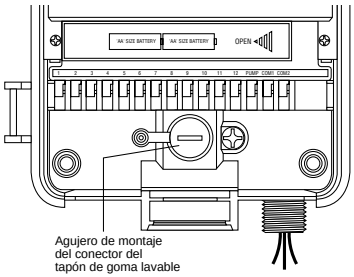

FIGURA 23: Compartimento para cableado de la caja del controlador
- Retire el tapón de goma de protección contra la intemperie que se encuentra en el orificio del tornillo e inserte un tornillo del nº 8 a través de la ranura de la caja del controlador **[Vea la Figura 23].**
- Apriete el tornillo hasta que la caja del controlador quede firmemente sujeta contra la pared y, a continuación, vuelva a colocar el tapón de goma en el agujero correspondiente **[Vea la Figura 23].**